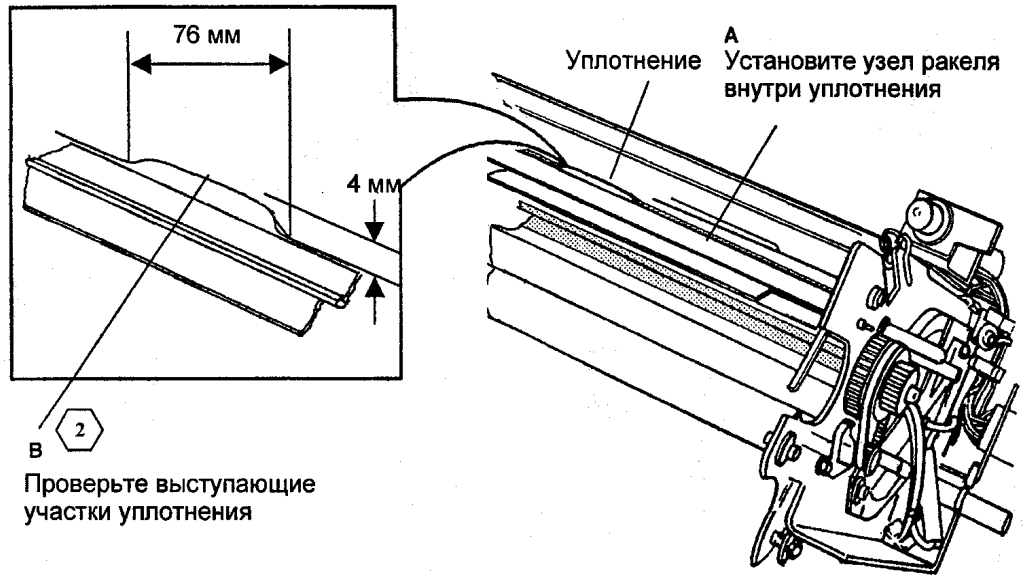

Рис. 3 Проверка правильности установки
3. (РИС. 3): ПРОВЕРЬТЕ ПРАВИЛЬНОСТЬ УСТАНОВКИ УПЛОТНЕНИЯ.